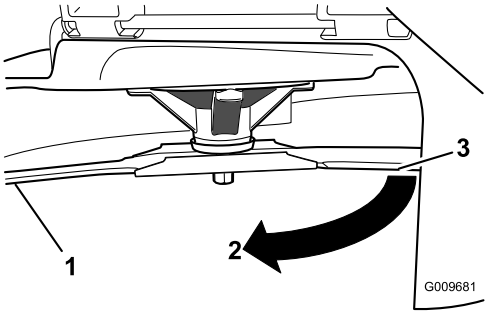

Figuur 50
3. Gemeten afstand tussen mes en de ondergrond (A)
4. Draai hetzelfde mes 180 graden, zodat de maairand aan de andere kant nu in dezelfde stand staat (Figuur 50).